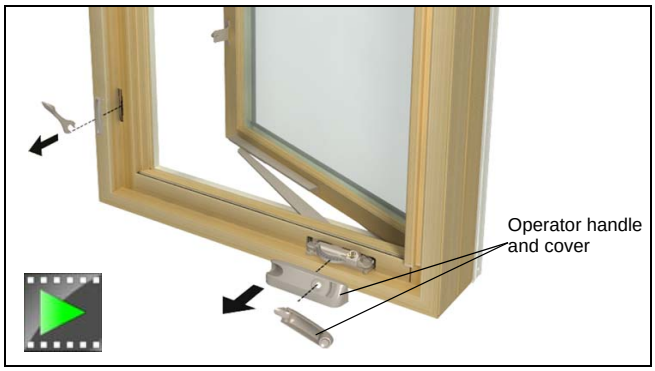

Figure 1
2. Unlock and open the sash. See figure 1.
3. Using a small flat screwdriver, remove the operating handle and handle cover. Grasp the lock handle and pull firmly outward to remove. Detach the top of the lock escutcheon first then the bottom should be carefully removed. See figure 1.